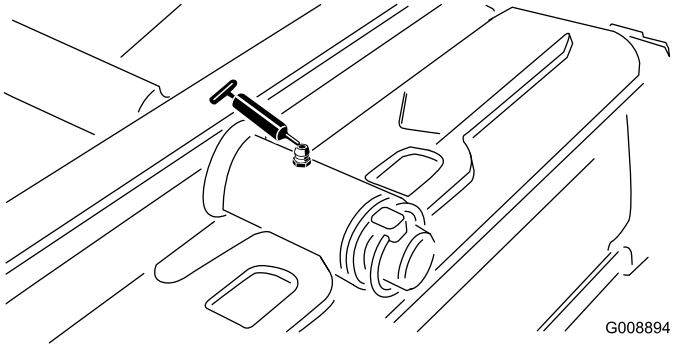

**Figur 31**
- Bakre klippenhetstapp (Figur 31)